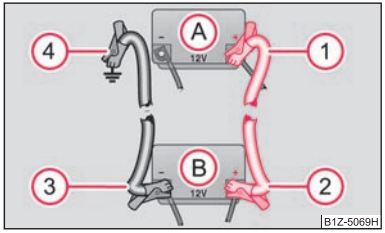

Fig. 140 Démarrage à l'aide de la batterie d'un autre véhicule : A – Batterie déchargée, B – Batterie fournissant le courant
- Fixez une extrémité (1) au pôle positif ⇒ fig. 140 de la batterie déchargée (A).
- Fixez l'autre extrémité (2) au pôle positif de la batterie fournissant le courant (B).